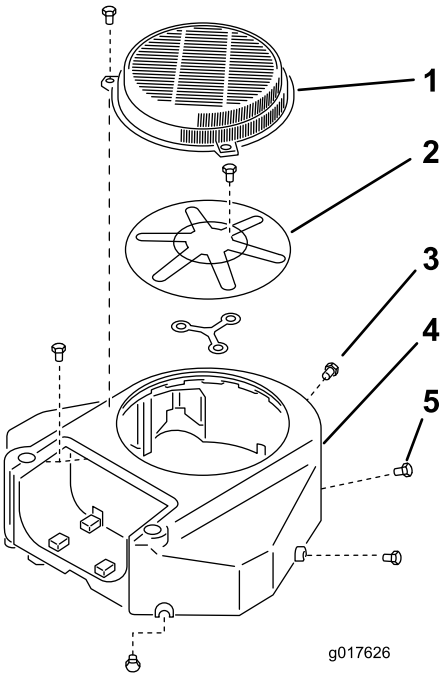

**Figur 61**
3. Fjern luftinntaksskjermen og viftehuset (Figur 61).
5. Monter luftinntaksskjermen og viftehuset (Figur 61).